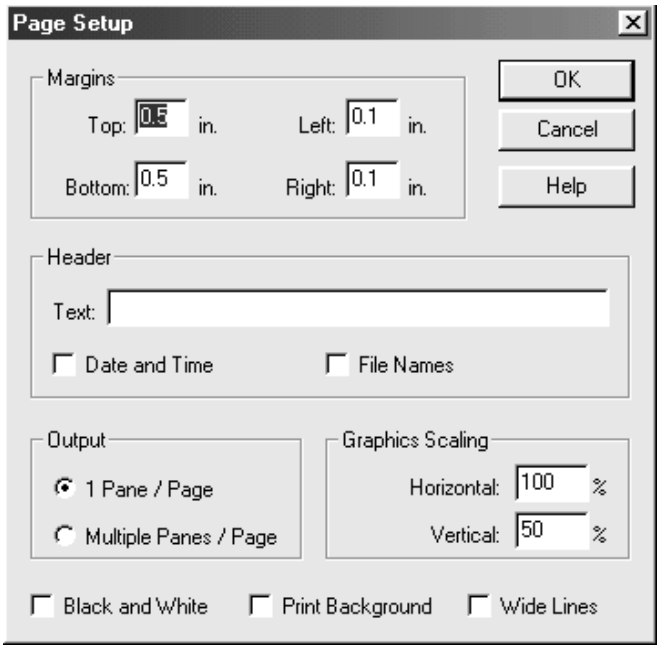

Figure 6-9. Page Setup Dialog Box
1. Choose FILE... PAGE SETUP...from the Menu bar to display the Page Setup dialog box (see Figure 6-9).